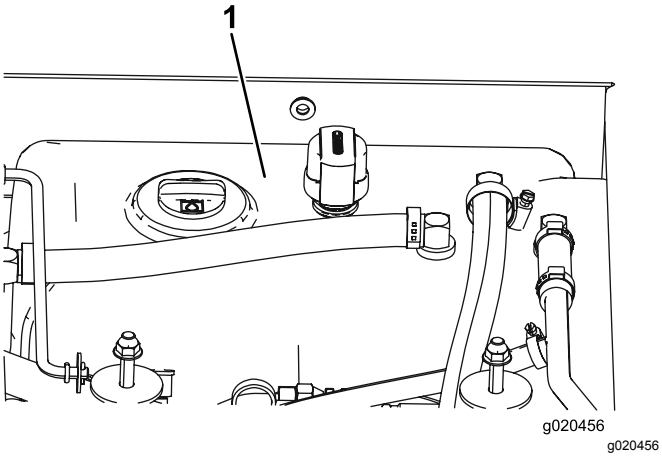

Figuur 67
3. Vul het reservoir (Figuur 67) met hydraulische vloeistof; zie Hydraulische vloeistof verversen (bladz. 56).